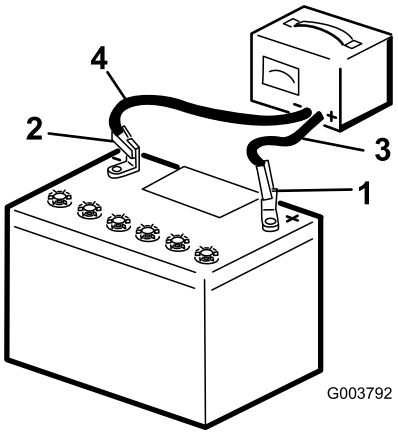

**Figur 39**
3. Ladda batteriet i 10 till 15 minuter med 25 till 30 A eller 30 minuter med 4 till 6 A (Figur 39). Överladda inte batteriet.
4. När batteriet är fulladdat ska laddaren kopplas bort från eluttaget, och sedan ska laddningskablarna kopplas bort från batteripolerna (Figur 39).